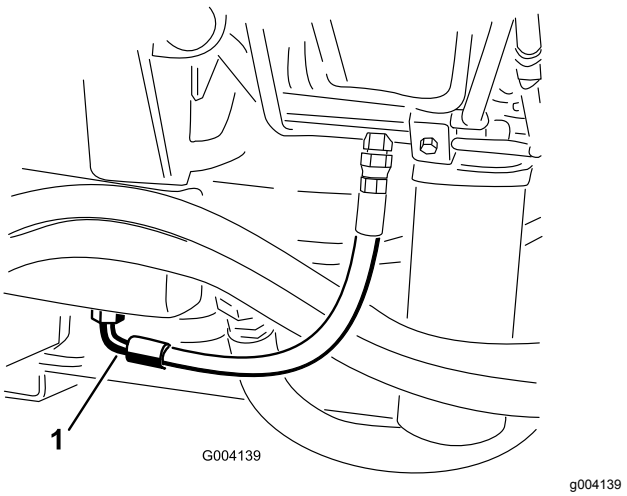

Figur 102
3. Plasser et stort tappefat under nippelen som er festet til bunnen av den hydrauliske væskebeholderen (Figur 102).